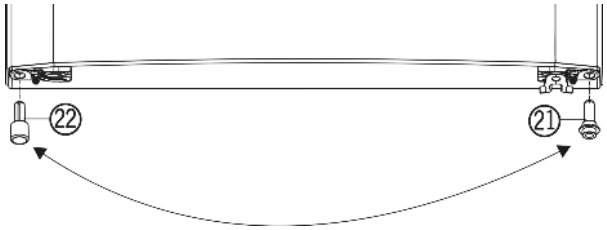

Fig. 5
▶ Remove the spacer *Fig. 5 (22)* from the bottom left of the door.
▶ Push the spacer *Fig. 5 (22)* into the bottom right of the door.